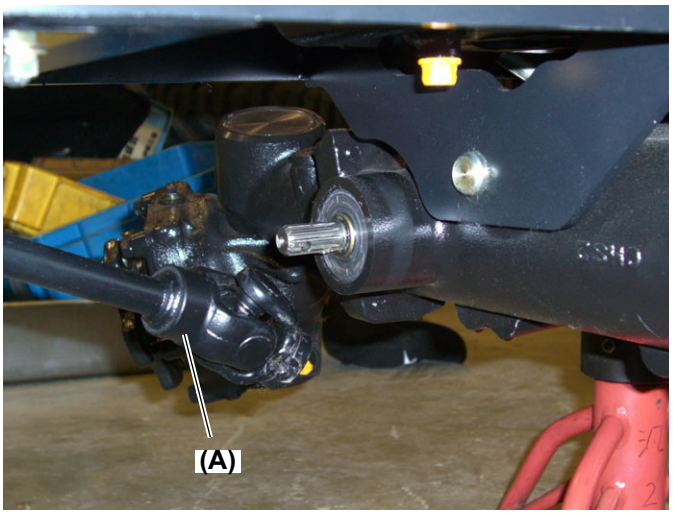

Fig.11
13.Remove the propeller shaft (Fig. 11, (A)).